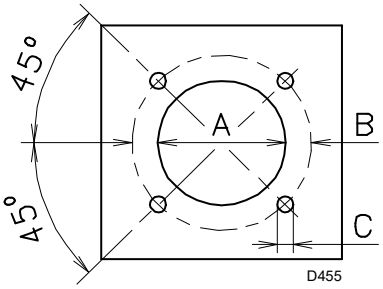

Abb. 12
Bebohren Sie die Abdeckplatte der Brennkammer wie aus Abb. 12 (Tab. L) ersichtlich. Die Lage der Gewindebohrungen kann mit Hilfe des Wärmeschilds, das dem Brenner beigepackt ist, nachvollzogen werden.
- ➤ Den gesamten Brenner in das vorher vorbereitete Bohrloch des Heizkessels einpassen, wie in Abb. 12 dargestellt, und mit den beigepackten Schrauben befestigen.